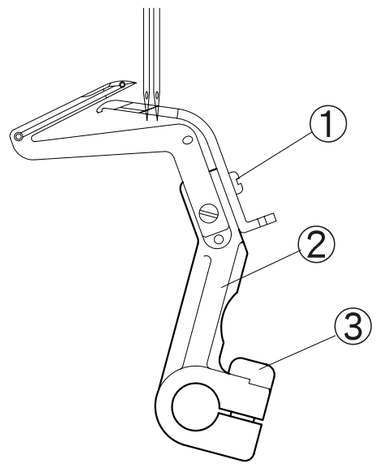

Fig. 5
(3) Cuando ajuste, afloje el tornillo C y mueva el bucleador inferior balanceando la barra D de atrás a adelante para conseguir una distancia entre el bucleador inferior y la aguja de 0 mm ~0.05 mm. Después, Afloje el tornillo C suavemente y gire la palanca, para que la bucleador inferior pueda llegar al punto muerto izquierdo. Además, mueva le sujetador del bucleador inferior B de izquierda a derecha para ajustar la distancia entre la punta del bucleador inferior y el centro de la aguja izquierda alrededor de 3.0 mm ~3.2 mm (estándar para cuatro cuerdas) Ajuste el tornillo C después de confirmar los pasos. (Fig. 5)